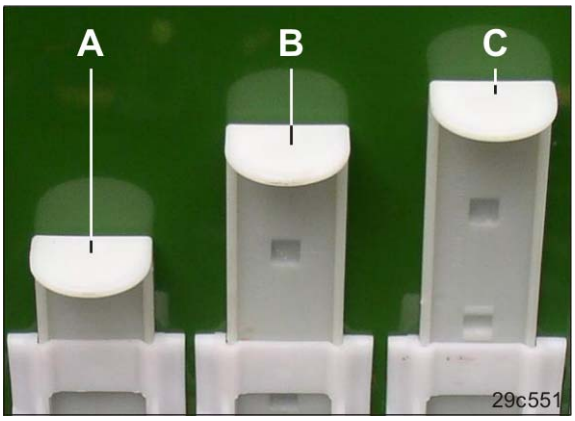

Fig. 174
3. Die aktiven Absperrschieber (Fig. 174) in Position „B“ stellen.
Absperrschieber-Stellungen (Fig. 174):
Absperrschieber (Fig. 174) schließen zu den Düngerscharen ohne Auffangbehälter.